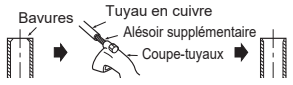

Fig. 3
- Lors du raccordement du tuyau de vidange à l'enveloppe de chlorure de polyvinyle dure, veillez à l'insérer correctement dans l'enveloppe. (Fig. 3)
2) Ebarbez parfaitement la partie tronçonnée du tuyau. (Fig. 3)